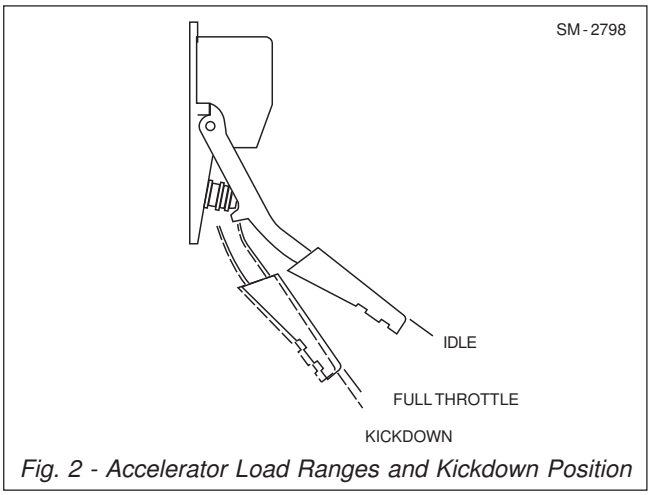

Fig. 2 - Accelerator Load Ranges and Kickdown Position
The pedal incorporates an idle validation switch (5) which informs the engine ECM that the pedal is in the idle position. Kickdown switch(4) , which can be used when automatic range is selected, allows for the possibility of selecting a lower gear by pressing down fully on pedal and holding (see Fig. 2). This can be used to provide a downshift on demand provided that the vehicle speed is within the range allowable. That is, the vehicle is not travelling at a speed that would result in the engine overspeeding in the lower gear. To disengage the transmission kickdown, release the pedal and allow it to return to a light throttle position. Refer to Section 120-0010, TRANSMISSION AND MOUNTING.
3. Press pedal fully to full throttle position (before kickdown, ref. Fig. 2) and release three times.